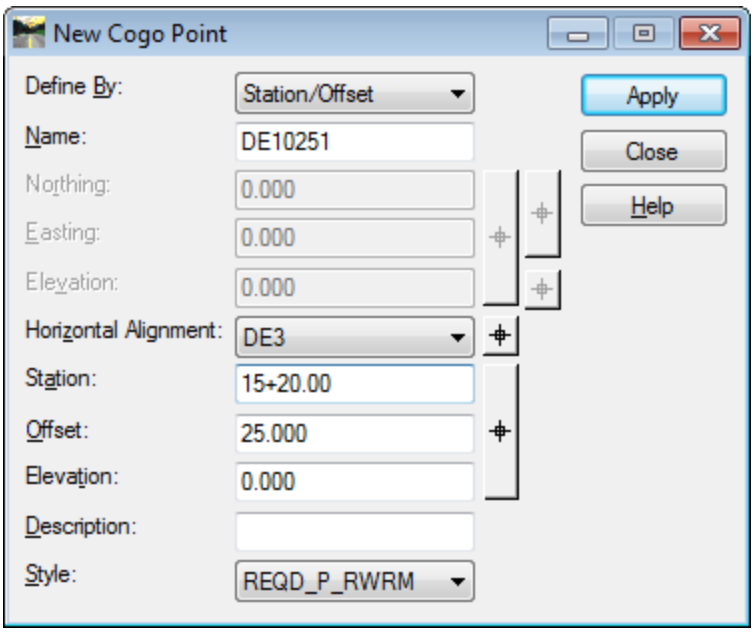
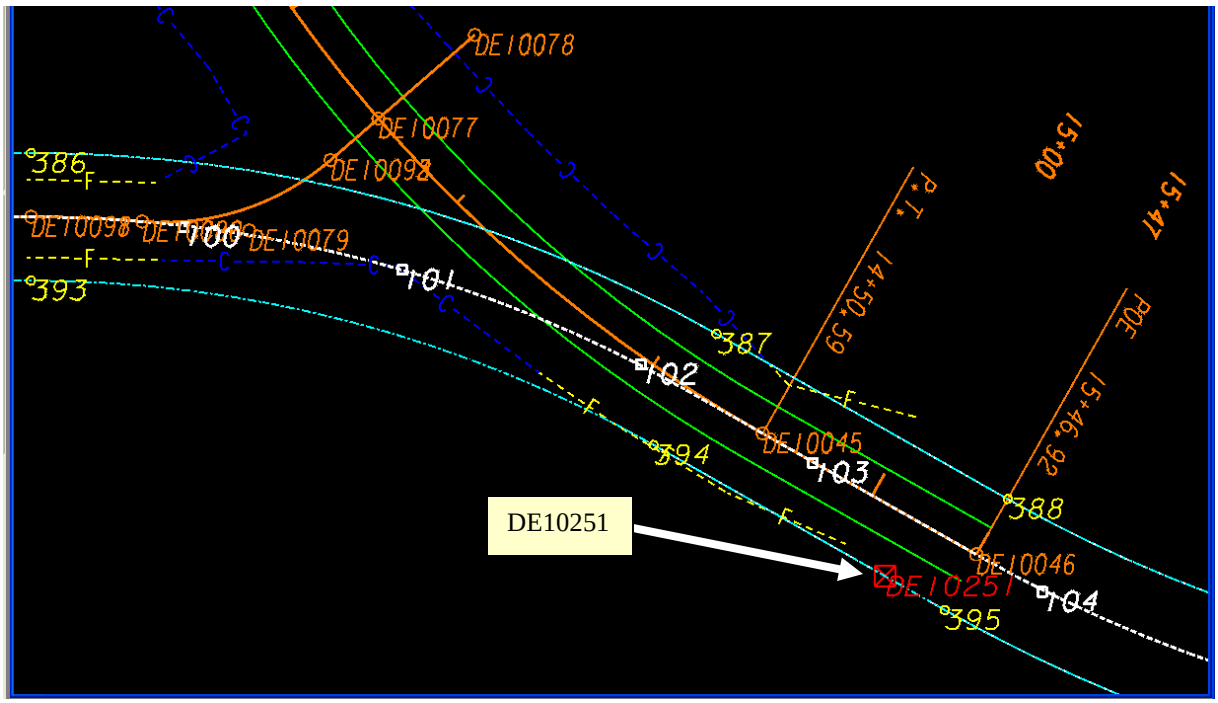

Figure L12-65 New Cogo Point
Figure L12-66 MicroStation View
60.	**Store a Cogo Point at Sta. 15+20 offset 25' Right of Pequanoc Drive Tie-in (DE3).** • In InRoads, select **Geometry ► Cogo Points ► New**. • Match the entries shown in *Figure L12-65*. • Click **Apply** but do **not** close the **New Cogo Point** dialog. • If a **Results** window appears – click **Close** to exit the **Results** window. • Ensure Point **DE10251** was drawn in MicroStation as shown in *Figure L12-66*.